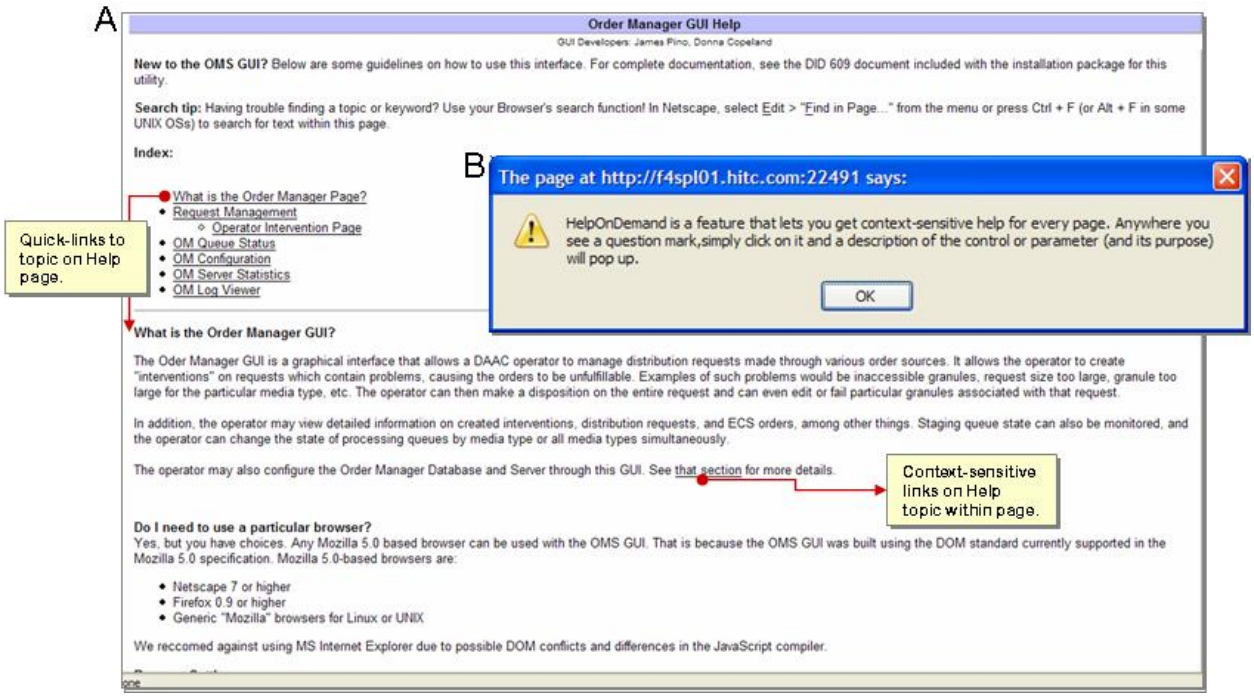

Figure 15.11-1. Help Page (A) and HelpOnDemand Example (B)
- **HelpOnDemand** – features context-sensitive help for each page, particularly for controls or parameters that may not be entirely self-descriptive. Depicted by a question mark (?) located next to a button or text field on an **OM GUI** page, whenever clicked, a dialog box (Figure 15.11-1, Frame B) opens that describes the item in question.
- **Help** – features help on various topics covering usage of the Order Manager GUI. The **Help** submenu option is access from the **OM GUI** menu home page. (Figure 15.11-1, Frame A) to be displayed.
The **About HelpOnDemand…** allow Operator to get context-sensitive help on every OM GUI page. Signified by a question mark (?), the Operator simply clicks the question mark to get descriptive context of the control or parameter in a pop-up window (Figure 15.11-1, Frame B).
The Order Manager GUI **Help** (Figure 15.11-1, Frame A) submenu feature provides Operator with several guidelines on how to use the OMS GUI. Complete documentation can be found in the DID 609 document which was included with the installation package for the OMS utility.
The Help submenu (Figure 15.11-1, Figure A) hypertext-index features the following topics: